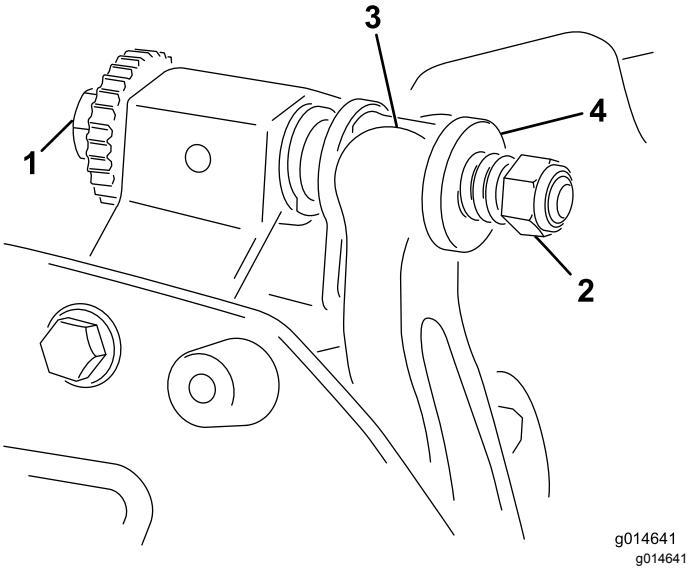

Rysunek 20
1. Obróć śrubę regulacyjną w kierunku przeciwnym do kierunku ruchu wskazówek zegara w celu odwrócenia noża dolnego od wirnika (Rysunek 20).
2. Odkręcaj nakrętkę naciągu sprężyny do momentu, gdy podkładka nie będzie już dociśnięta do listwy noża dolnego (Rysunek 20).
1. Zamontuj nóż dolny, ustawiając ucha mocujące między podkładką a śrubą regulacyjną listwy noża dolnego (Rysunek 20).